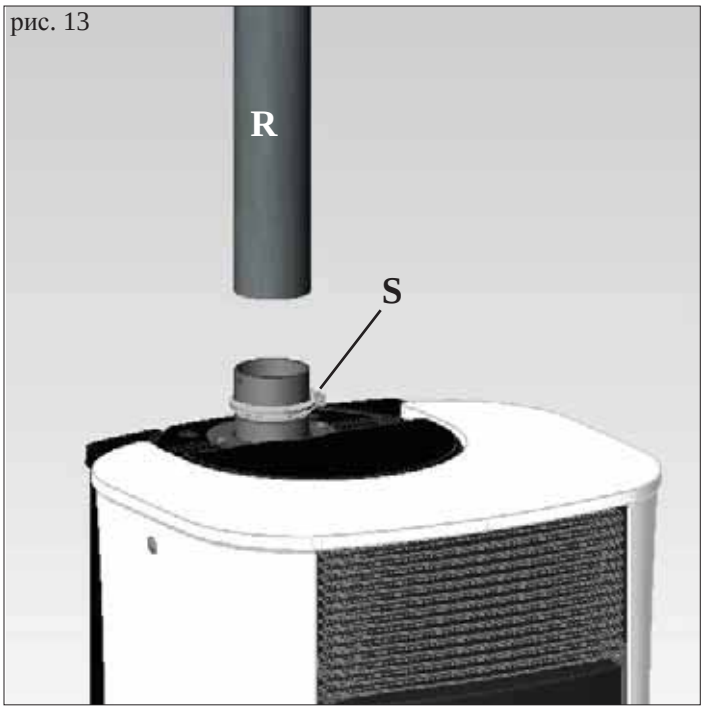

рис. 13
- Продеть дымовую трубу (R - рис. 13) (не входит в комплект поставки) и закрепить ее при помощи зажима (S - рис. 13) (не входит в комплект поставки).